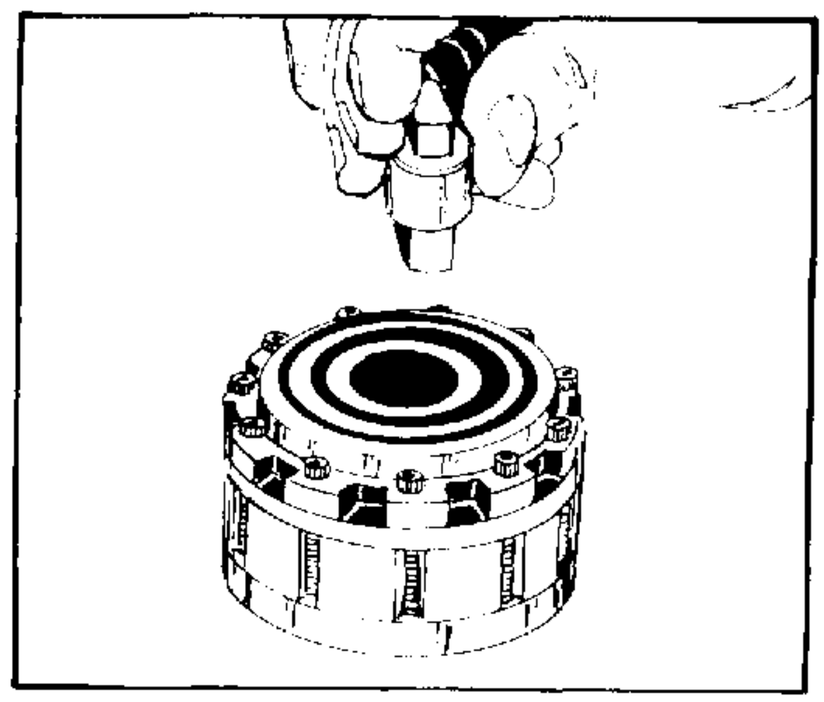

FIGURE 67.
install drive link 20. Insert large tang of the drive link (16) into the slot in the rotor (24). See figure 67.